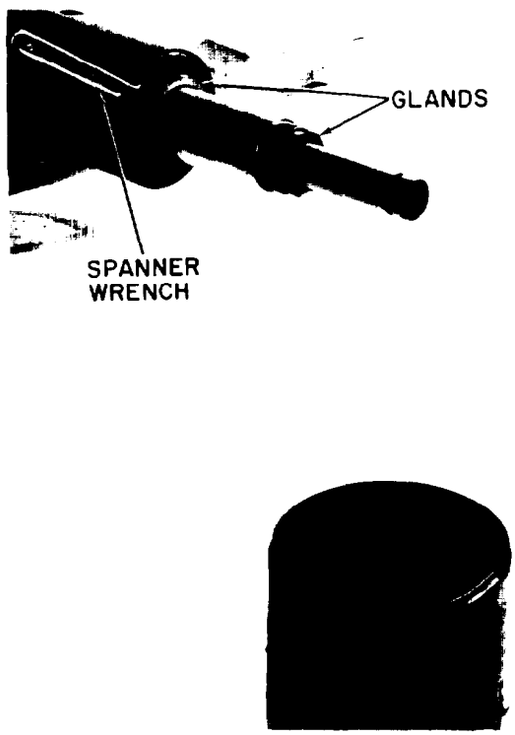

Figure 5-147. Gland Removal
e. Refer to figure 5-147 and remove gland nuts using a spanner wrench. Place a container beneath cylinder end to catch oil spillage.
l. Tighten all gland nuts, using a spanner wrench like the one shown in figure 5-147.